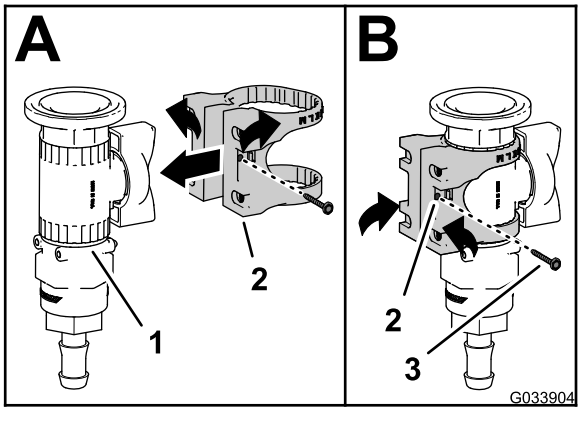

Rysunek 11
1. Zamontuj mocowanie zaworu na zaworze regulacyjnym w sposób pokazany w A na Rysunek 11.
2. Zamocuj mocowanie zaworu do zaworu regulacyjnego za pomocą śruby z łbem kołnierzowym (nr 6) i dokręć śrubę ręcznie (B na Rysunek 11).